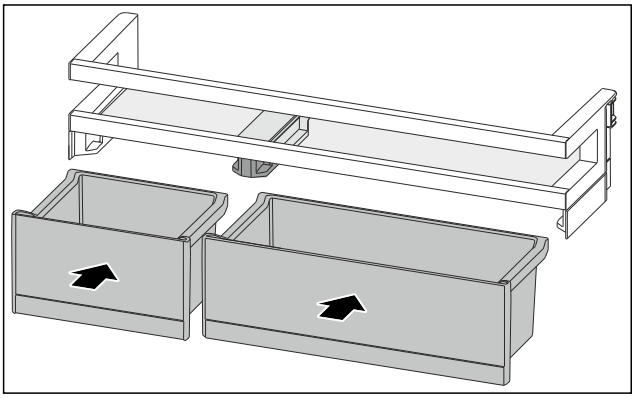

Fig. 102
- ▶ Ievietojiet VarioBox samainītajā kārtībā. (skat. Fig. 102)